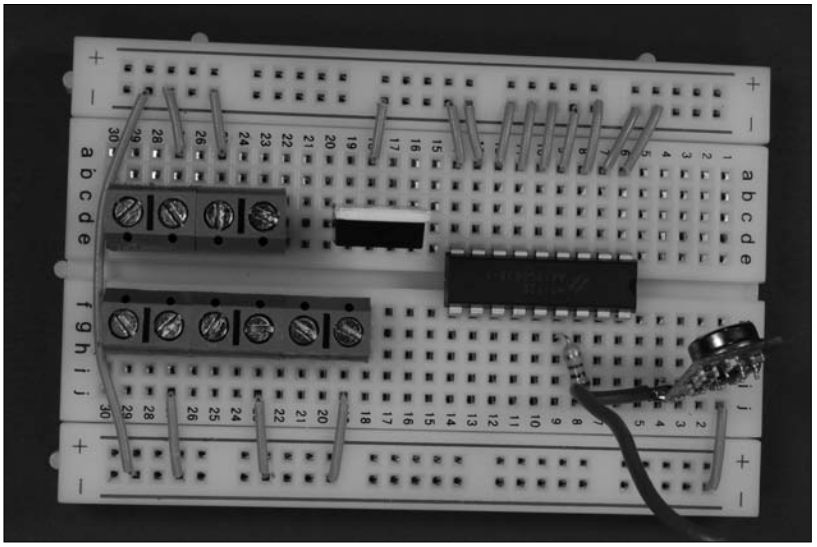

Figure 13-10: Make ground bus connections.
4. **Insert wires to connect the IC, voltage regulator, transmitter, and the terminal blocks to the ground bus. Then insert a wire between the two ground buses to connect them, as shown in Figure 13-10.**